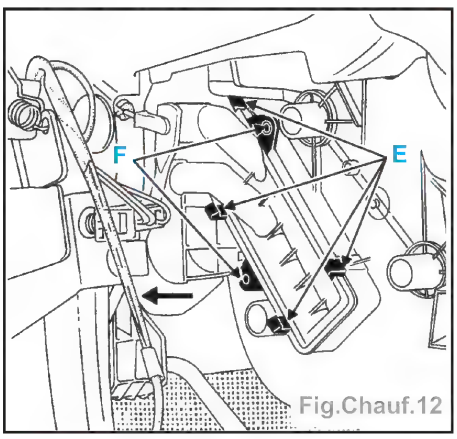

Fig.Chauf.12
- Ecarter les quatre clips de maintien (E), et extraire le radiateur (Fig.Chauf.12).